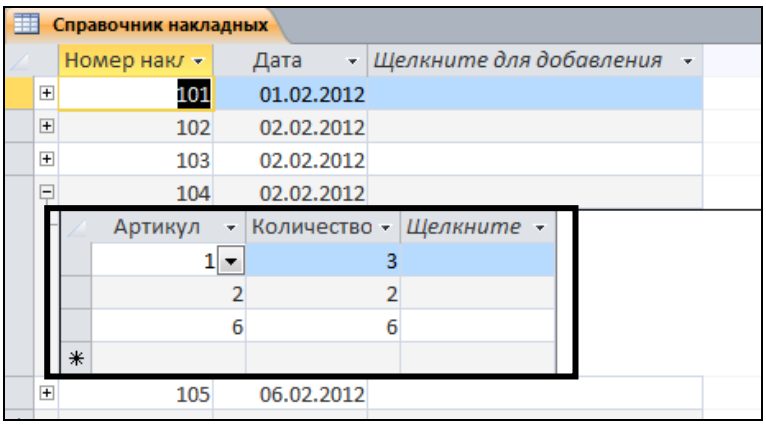

Рис. 3.24. Сохранение данных в таблице
7. При заполнении формы и вводе новой накладной соответствующая информация отобразится в таблицах *Справочник накладных* и *Поступление товара* (рис. 3.24).